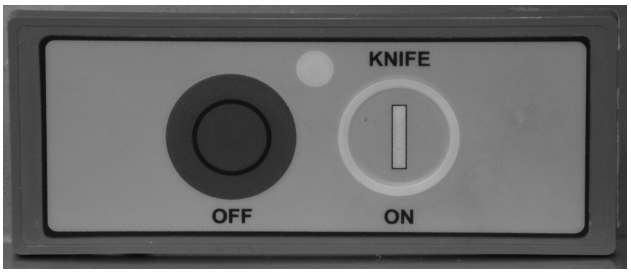

Fig. 3
- Tournez la trancheuse en appuyant sur le bouton « KNIFE ON » (Fig. 3).
- Utilisez la poignée du plateau (Fig. 1) pour pousser et tirer le plateau d'avant en arrière afin de trancher. Une fois terminé, tirez le plateau en avant jusqu'à ce qu'il soit en butée. Tournez le bouton de réglage au maximum dans le sens des aiguilles d'une montre pour fermer la plaque de calibrage. La trancheuse sera ainsi éteinte. Le bouton « OFF » (Fig. 3) permet aussi d'éteindre la trancheuse.